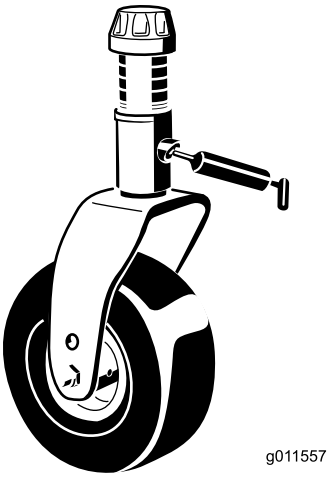

Figur 43
- Bussning på hjulgaffelns axel (1) (Figur 43)
- Mellandrevsarmens vridfästebussningar (1) (på mellandrevsarmen)